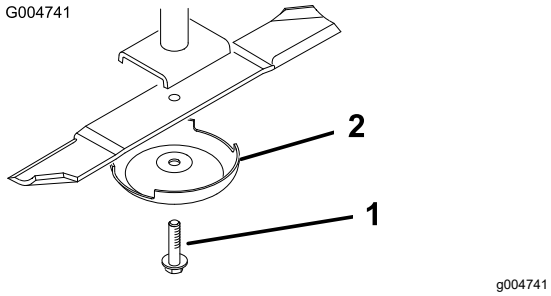

Figur 143
3. Ta bort knivskruven, antiskalpbehållaren och kniven från spindelaxeln (Figur 143).